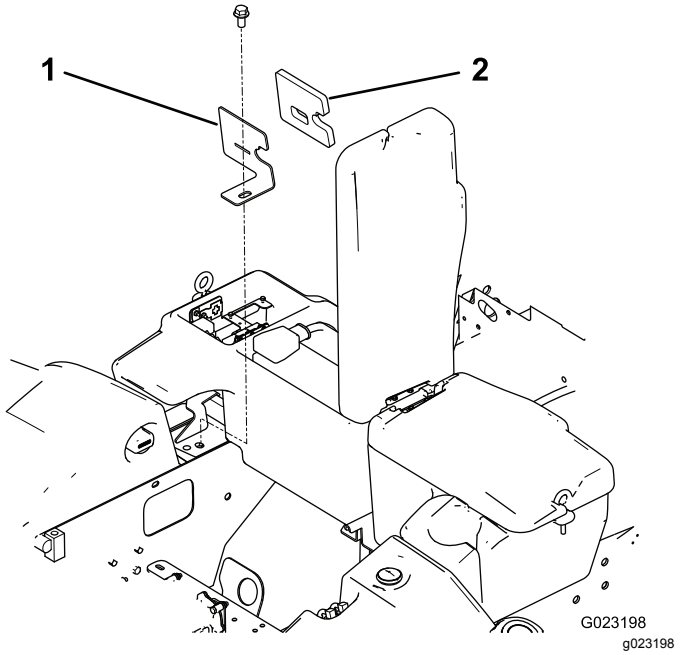

Figur 23
1. Afmonter flangehovedskruen, der fastgør rummets klemme og pakning til traktionsenheden (Figur 23).
6. Monter rummets klemme og pakning på traktionsenheden med flangehovedskruen (Figur 23).